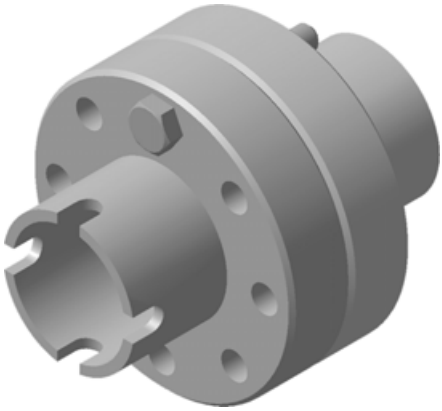

Рис. 8.147
- Из библиотеки крепежа добавьте в верхнее отверстие сборки компонент **Болт** типа **Нормальный**, диаметром 6 и длиной 40 (рис. 8.147).